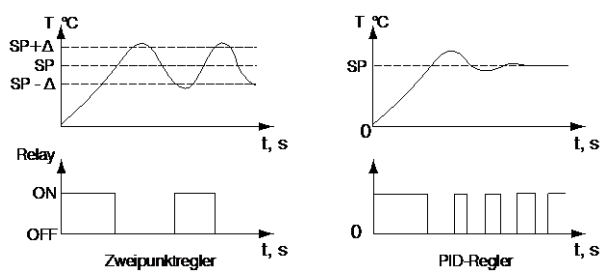

Abb. 1 Regelung
- Zweipunkt- oder PID-Regelung (siehe Abb. 1)